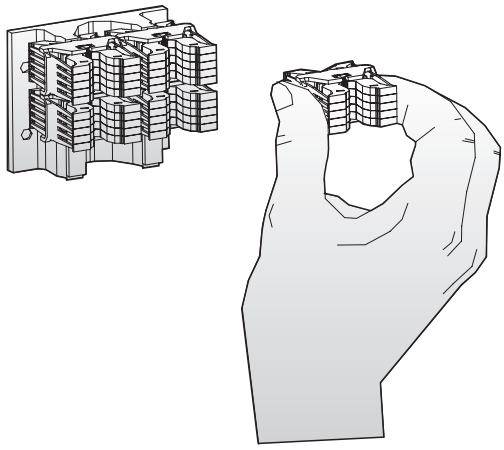

Рис. 9. Монтаж и демонтаж контактной группы
- Проверьте контактные группы (см. рис. 9).
3) Поврежденную контактную группу следует снять и заменить новой (см. рис. 9).